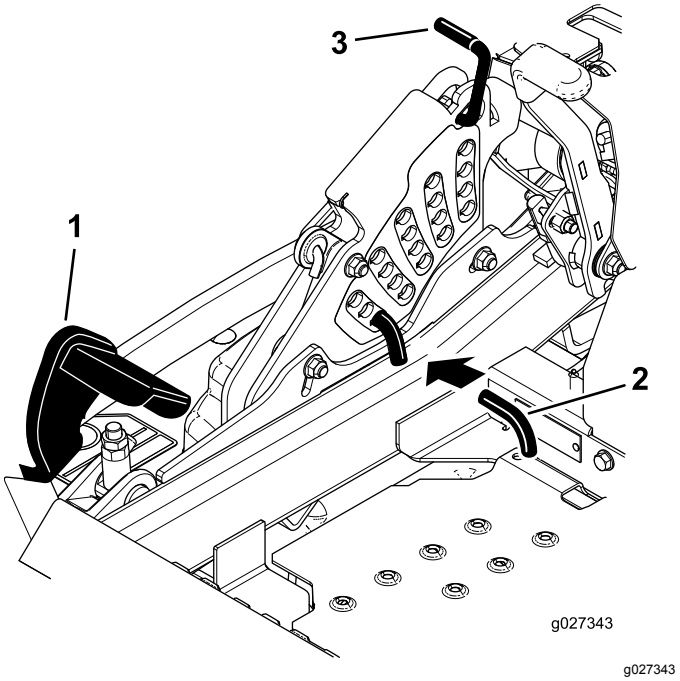

Figuur 29
2. Trap het maaidekpedaal in en breng het maaidek omhoog tot de transportstand (dit is tevens de maaihoogtestand van 140 mm), zie Figuur 29.
3. Om dit aan te passen, draait u de pen 90 graden en verwijdert u de pen uit de maaihoogtebeugel (Figuur 29).
4. Kies de opening in de maaihoogtebeugel die overeenkomt met de gewenste maaihoogtestand, en steek de pen daarin (Figuur 29).